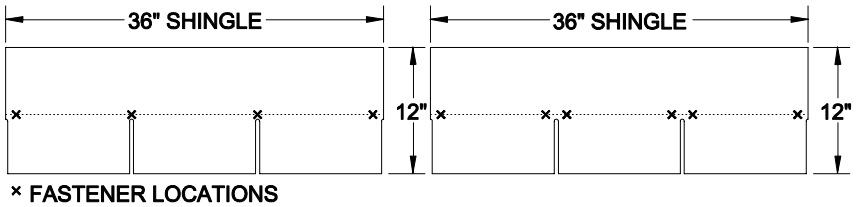

Figure 26.*Shingle fastener locations for Wind Zone I (left) and Wind Zones II and III (right).*
2. **Install shingles.** If shingles have been left off at the ridge line for site installation, install them now using 12 ga x 1-1/4” long, 3/8” diameter head roof nails or 16 ga 1” crown x 1” length staples. For Wind Zone I, fasten at 5/8 inch above each tab cutout slot and one at each end of the shingle one inch in from the edge (four fasteners for a three-tab shingle) (**Figure 26**). For Wind Zones II and III, use two fasteners 5/8 inch above and on either side of the tab slots and one at each end of the shingle one inch in from the edge (six fasteners for a three-tab shingle). Do not fasten through the shingle tar line.